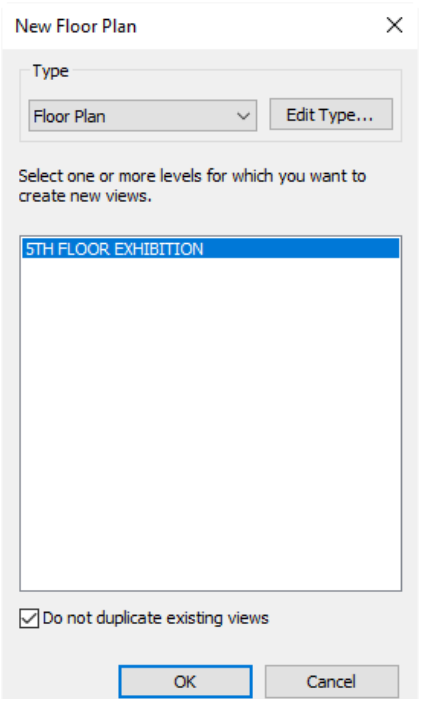

Figure 3-17 *The* ***New Floor Plan*** *dialog box*
To create a new plan view for the added levels that do not contain associated plans in the **Project Browser**, choose the **Floor Plan** tool from **View > Create > Plan Views** drop-down; the **New Floor Plan** dialog box will be displayed, as shown in Figure 3-17. In the **New Floor Plan** dialog box, the **Floor Plan** option is selected in the **Type** drop-down list, refer to Figure 3-17. You can edit the existing type or create a new type by choosing the **Edit Type** button. On choosing the **Edit Type** button; the **Type Properties** dialog box will be displayed. In this dialog box, you can edit various type parameters for the existing view type or choose the **Duplicate** button and create a new type. Choose the **OK** button to return to the **New Floor Plan** dialog box. In this dialog box, you can select the appropriate level to create the plan view in the list box displayed. You can also select multiple levels by holding the SHIFT key. The **Do not duplicate existing views** check box can be cleared to create a plan view for a level that has an already existing plan view. The duplicate view is created and added in the **Project Browser** with the suffix (1). The number in the brackets increases as more copies of the plan view are added.